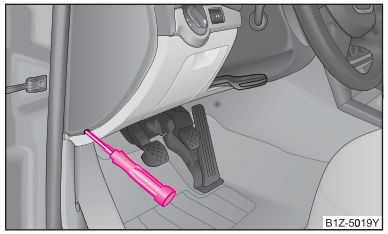

图 164 检查保险丝
– 用螺丝刀的扁平面插入盖板的开槽内，将盖板取下。 ⇒ 图 164。